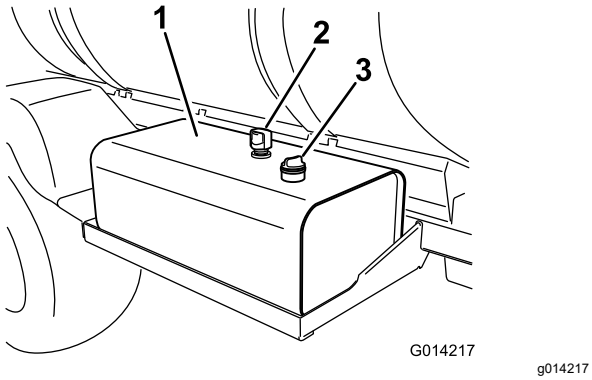

Figur 107
2. Rengör området runt hydraulvätsketankens oljestickslock och ta bort locket (Figur 107).